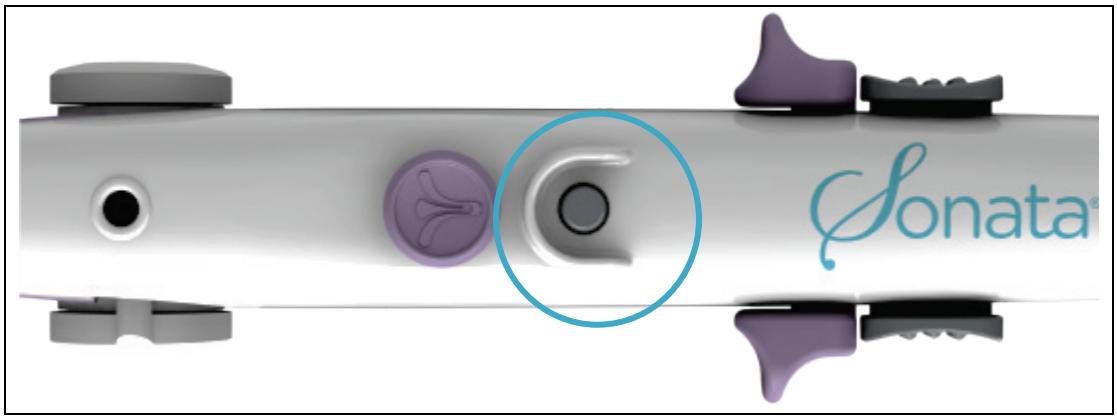

Figure 2-17. Confirm Button.
- Confirm Button (see section 2.8.2 and Figure 2-17),